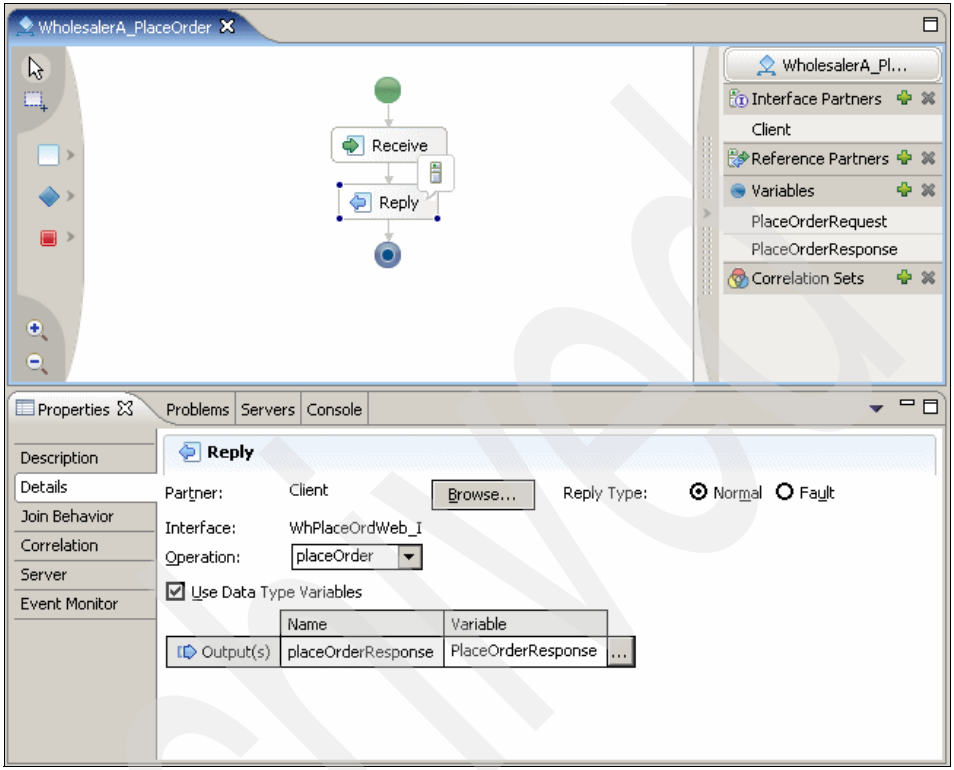

Figure A-35 Detail properties of the Reply activity
9. Verify that your results looks like the example in Figure A-35. The Reply activity is assigned the placeOrderResponse interface output.